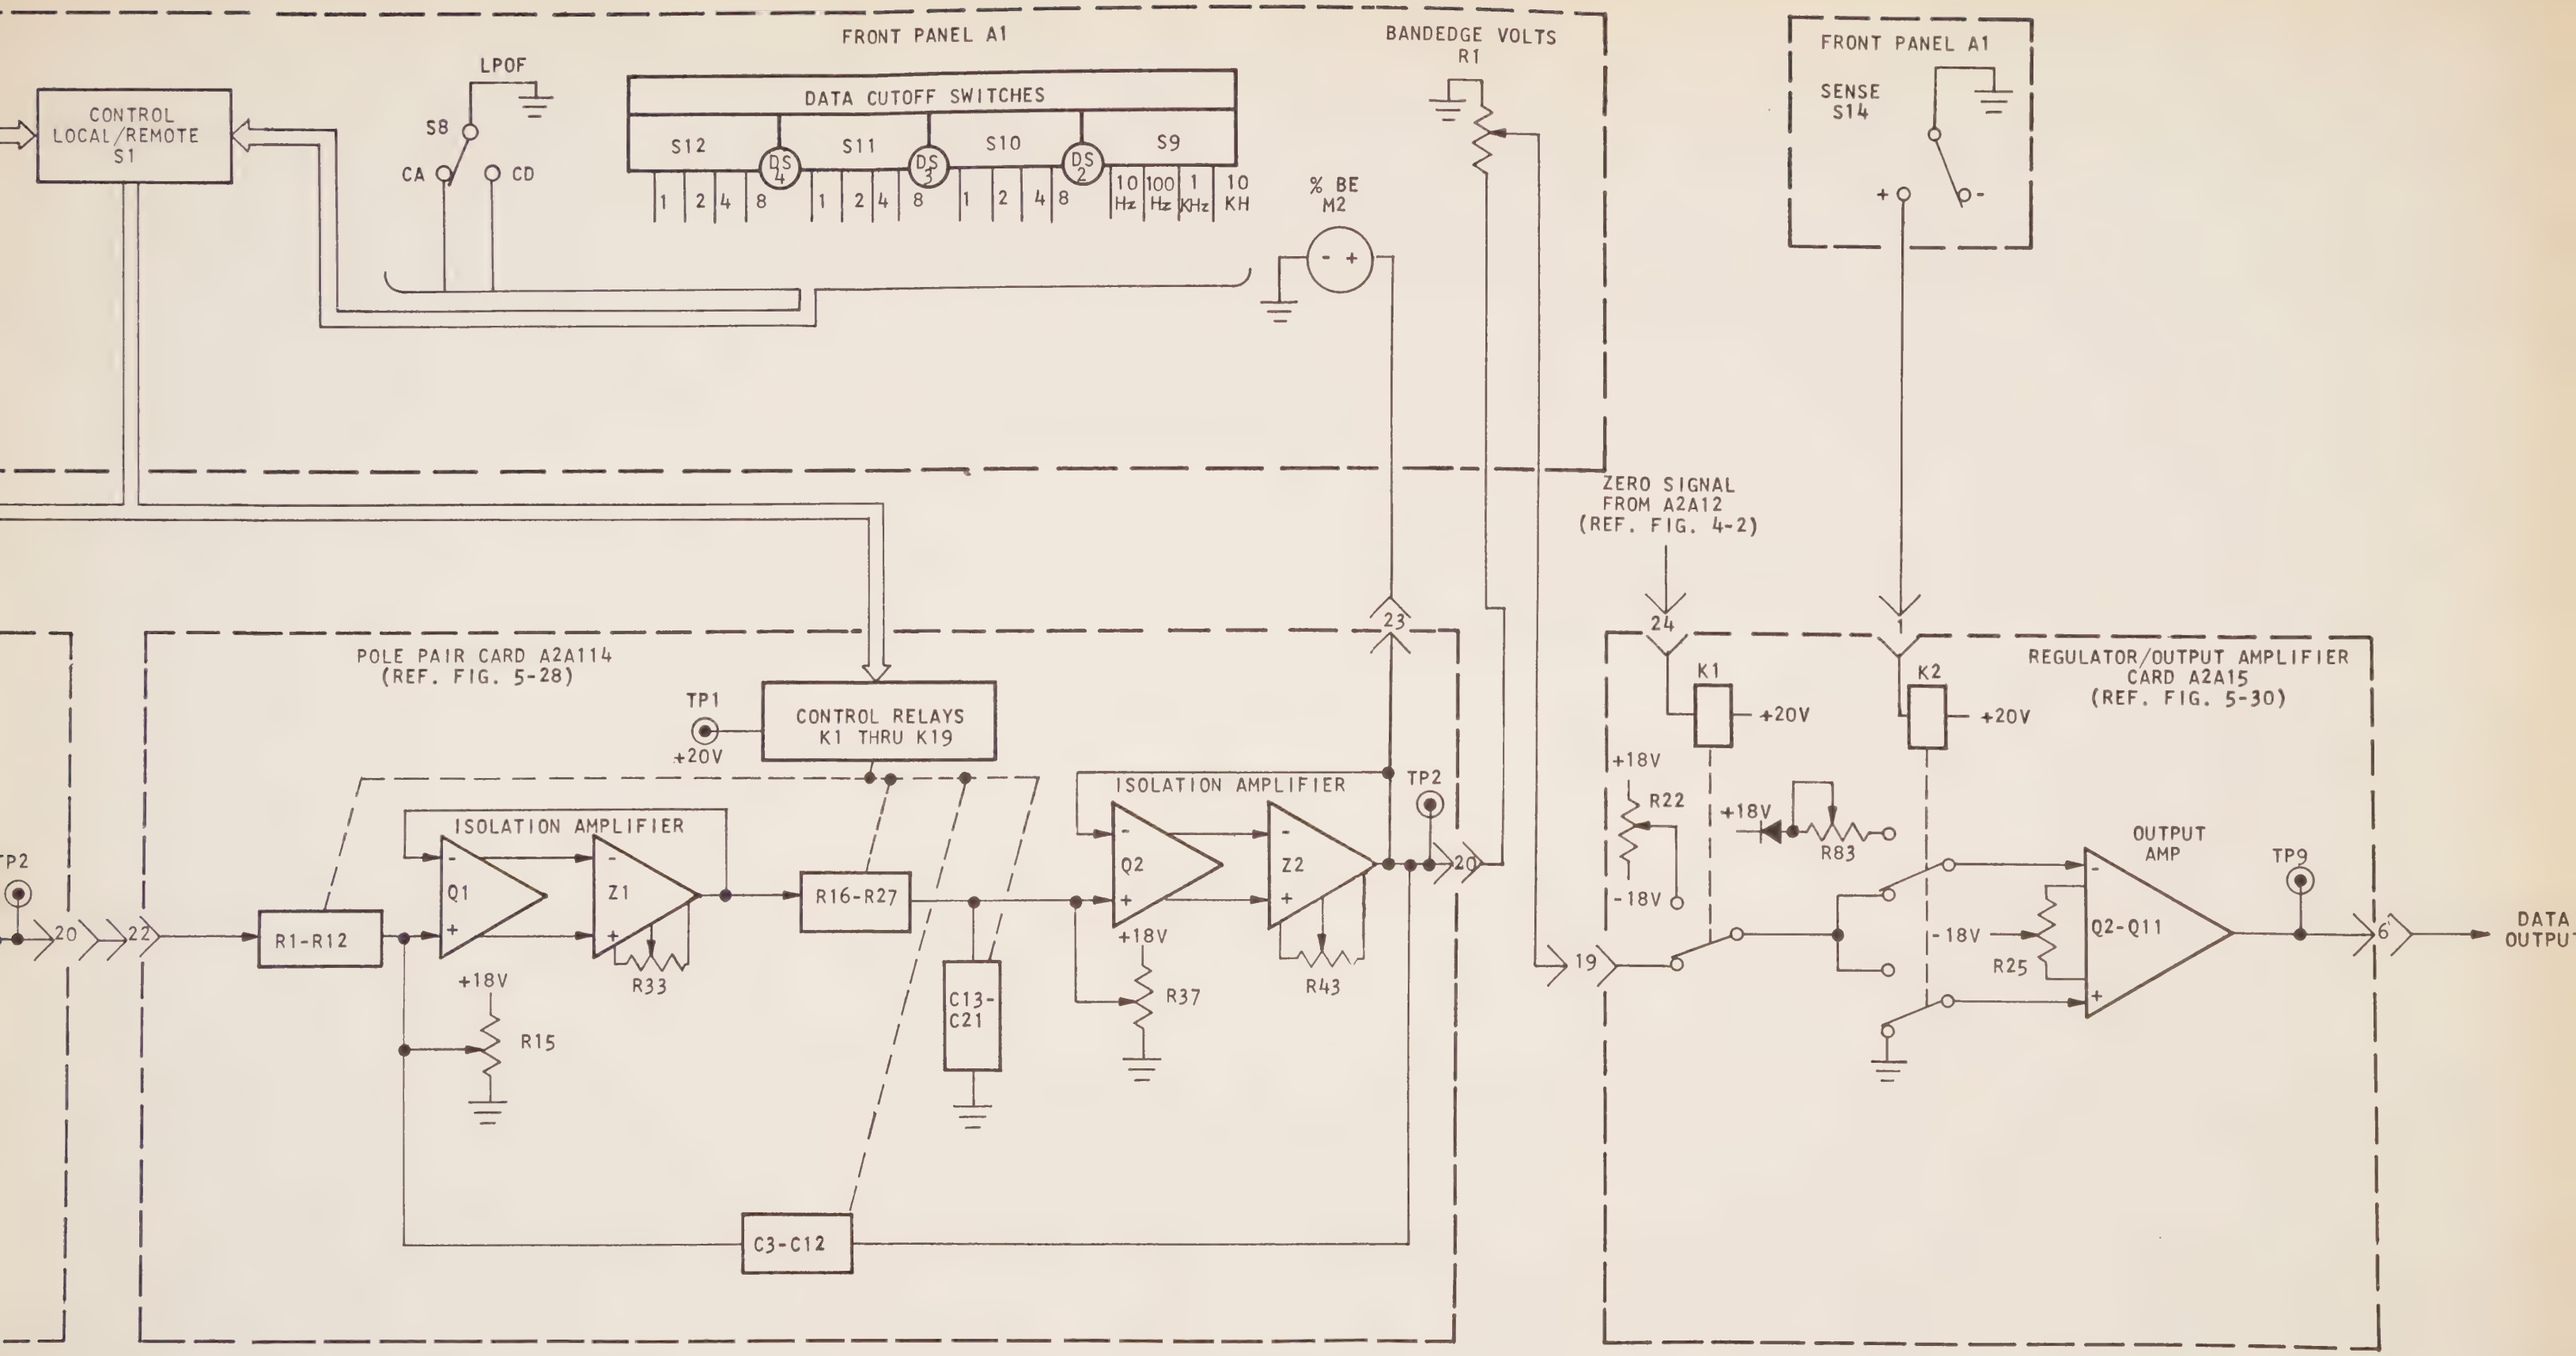

Figure 4-8. Low-Pass Output Filter and Output Amplifier Circuit Group Functional Block Diagram
4.3.5 Low-Pass Output Filter and Output Amplifier Circuit Group (Ref. Figure 4-8)